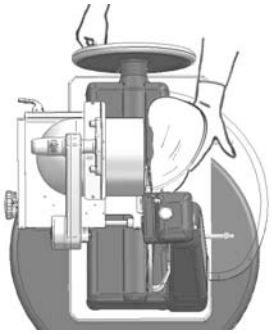
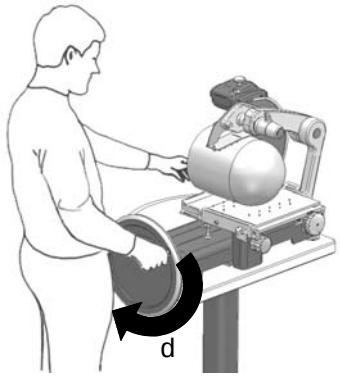

Abb.35
Abb.33
4.überprüfen, dass die Klinge sich zwischen den zwei Schleifscheiben befindet, das Messer drehen lassen, indem man die Handkurbel im Uhrzeigersinn dreht (*Abb. 33*);
2. Das Schnittgut auf die Platte laden und mit dem Presser, der mit Zähnen versehen ist, festhalten (*Abb. 33*);
4. Korrekte Stellung einnehmen, um Unfälle zu vermeiden: mit der rechten Hand den Handgriff der Kurbel erfassen, die linke Hand nahe dem Scheibenhalter führen, um das geschnittene Produkt aufzunehmen **(nicht das Messer berühren)**; der Körper muss zum Arbeitstisch hin senkrecht stehen. (*Abb.33*).
5. Die Kurbel im Uhrzeigersinn drehen (*Abb. 33 Detail d*), sodass der Schlitten (Schneidegutteller+Presser+Stiel) zum Schneideblatt hin vorrückt. Das Schnittgut läuft zum Messer hin, die geschnittenen Scheiben werden durch den Scheibenhalter begleitet und fallen auf die Scheibenablage (*Abb.35*);